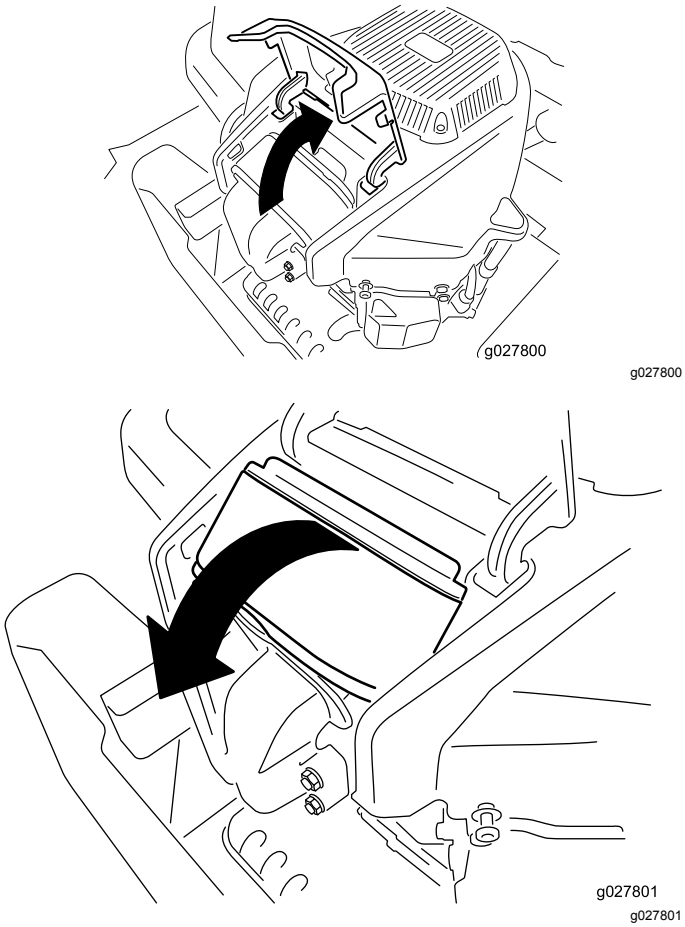

Figur 42
4. Løft dekselet og vri luftrenseren ut av motoren (Figur 42).